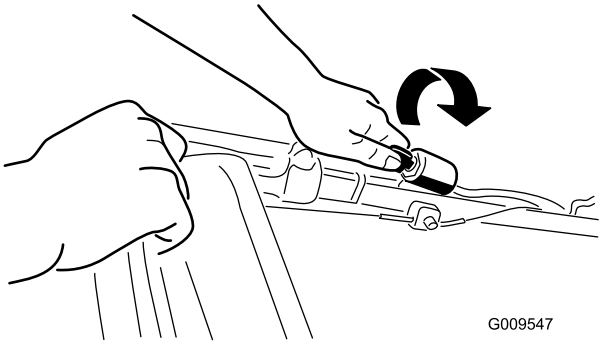
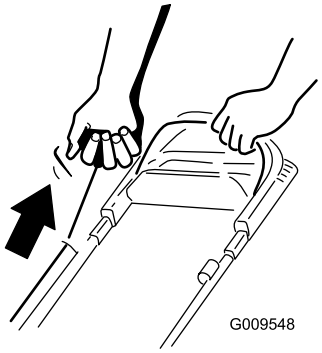

Bild 11
Bild 12
2. Drehen Sie den Zündschlüssel (Bild 11) (nur Modelle mit Elektrostart) oder ziehen Sie am Rücklaufstarterbügel (Bild 12).
Hinweis: Ziehen Sie leicht am Rücklaufstarterbügel, bis Sie einen Widerstand spüren. Ziehen Sie ihn dann kräftig durch (Bild 12). Lassen Sie das Seil langsam zum Bügel zurücklaufen.